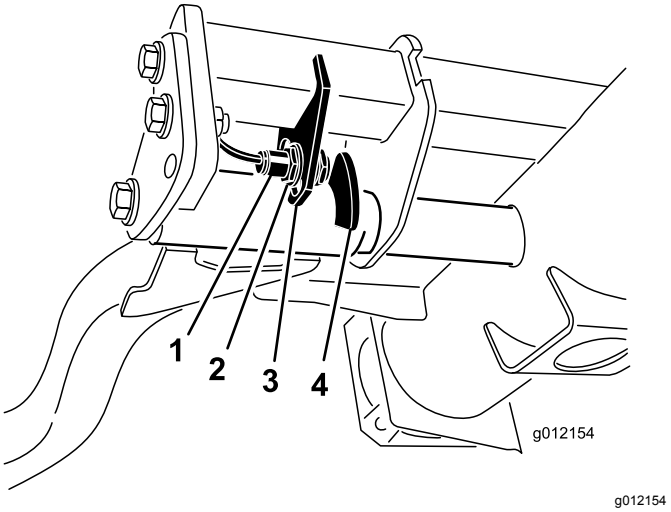

Figur 35
2. Løftearmsbryteren finnes under den hydrauliske tanken bak den fremre, høyre løftearmen (Figur 35).
3. Løsne bryterens festeskruer og flytt bryteren ned for å heve løftearmens vendehøyde, eller flytt bryteren opp for å senke løftearmens vendehøyde (Figur 35).